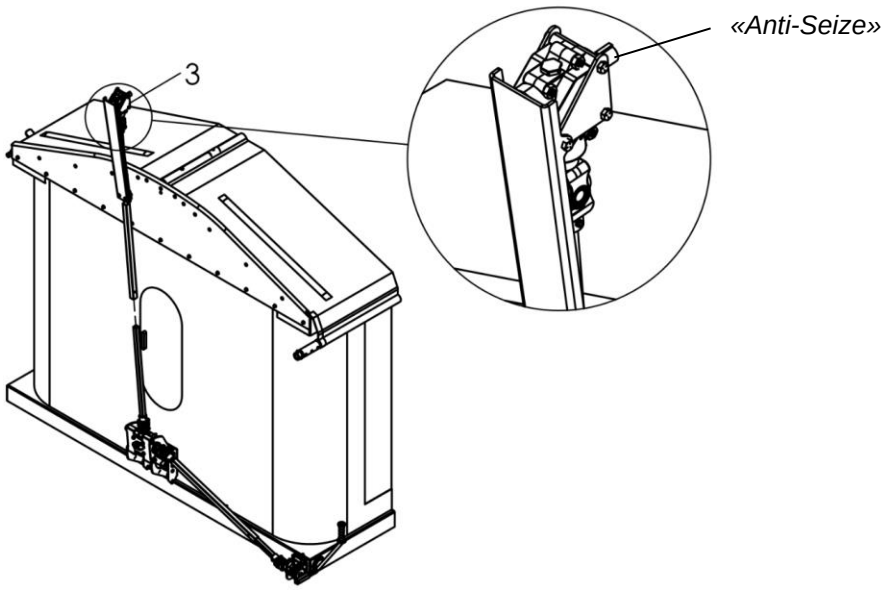

Figure 10
4. **Figure 10.** Apply *Anti-Seize* on the extremity/end of the superior gearbox
5. Install the Superior Telescopic Tube (3) on the Inferior Tube.